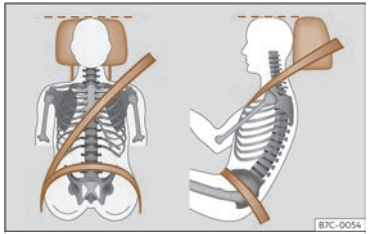

Fig. 13 Banda del cinturón y apoyacabezas ajustados correctamente.
- Ajuste el apoyacabezas de modo que el borde superior quede, en la medida de lo posible, a la altura de la parte superior de la cabeza, lo más cerca posible de la altura de los ojos[1] ››› pág. 101. Mantenga la nuca lo más cerca posible del apoyacabezas ››› fig. 13.
- Ajuste longitudinalmente el asiento de forma que pueda pisar a fondo los pedales con las rodillas ligeramente flexionadas y que quede una distancia entre la zona de las rodillas y el tablero de instrumentos de al menos 10 cm (4 pulgadas) ››› fig. 13.